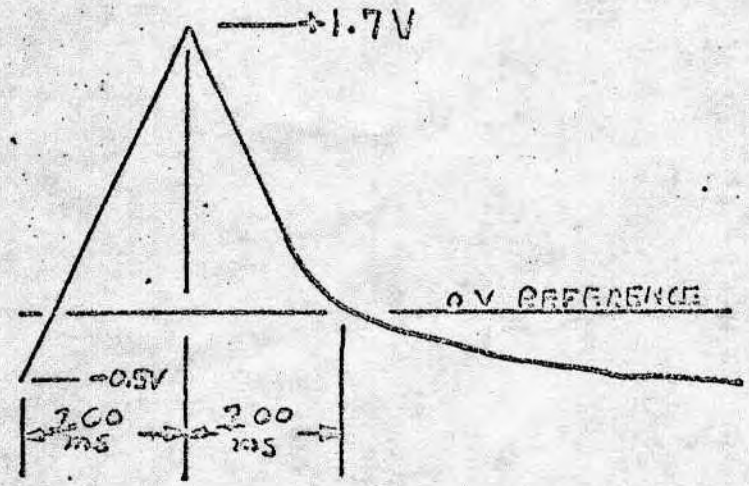

FIG. 9. SOURCE OF Q20 WITH "MUTE" AND "ONE OCTAVE" TABS DEPRESSED, FREQUENCY OF 262 Hz.
13. Depress the "one octave" tab and depress the second C from the bottom. Depress the "mute" tab. Observe the filter contour at the source of Q20 when the key is depressed. Adjust R98 and R105 until the filter contour matches the pattern shown in Fig. 9. This sets the filter contour attack and decay.